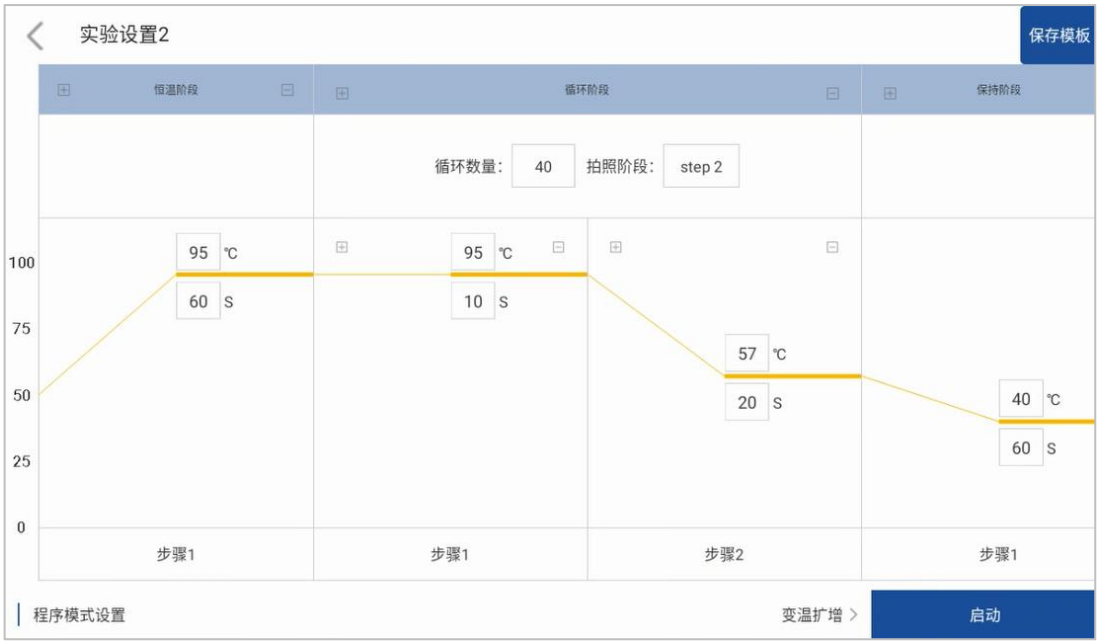

Figure 4.2-3 Experimental setup2
3) In Experimental Setup 2 (Figure 4.2-3), set the reaction program (parameters such as reaction temperature, reaction time, number of cycles, photo stage, etc.)